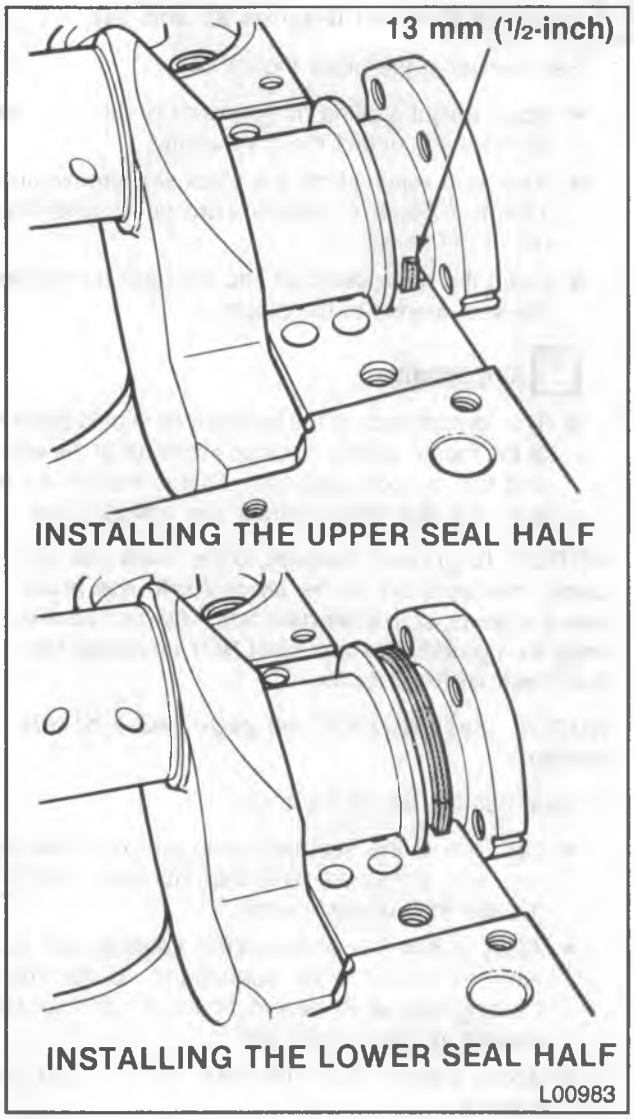

Figure 24—Installing the Two Piece Rear Crankshaft Seal
1. Seal halves in the block (figure 24).
Install or Connect (Figures 24, 29 and 30)